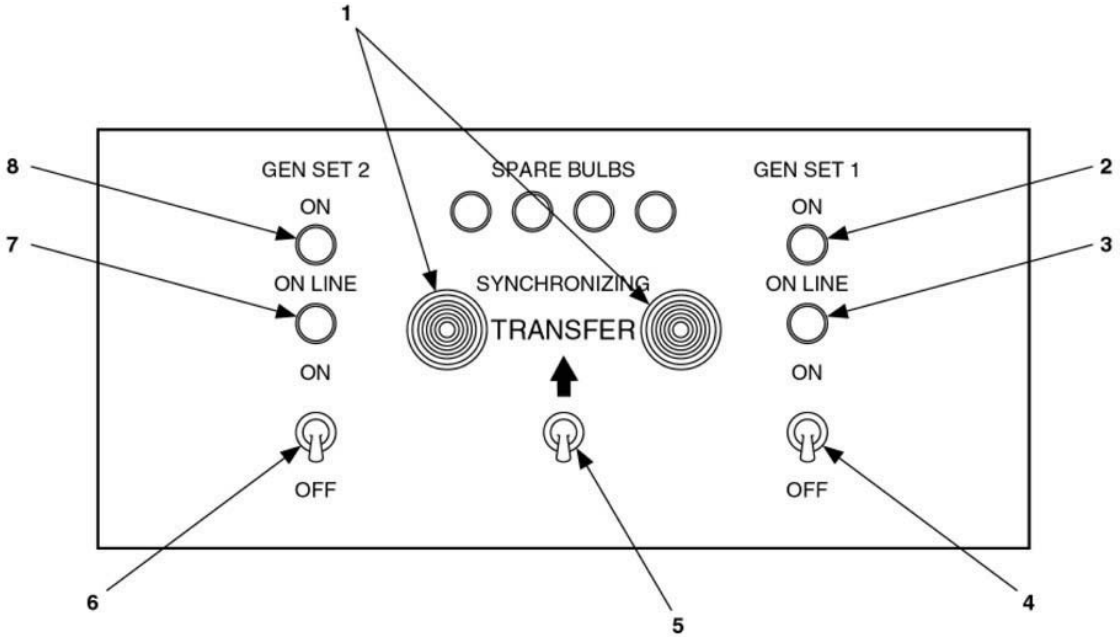

Figure 7. Power Plant Operation (Old Configuration).
2. Check that both ON/OFF switches (Figure 7, Items 4 and 6) on switch box are at center position.
3. Check that TRANSFER switch (5) on switch box is at bottom position.
c. Check that switch box TRANSFER switch (5) is at bottom position.
(1) Start the generator set.
(2) Use generator set VOLTAGE adjustable rheostat to adjust voltage to required value.
(3) Using generator set frequency adjust control, adjust frequency to required value.
(4) Set AC CIRCUIT INTERRUPTER switch to CLOSED position.
e. Check switch box controls and indicators (Figure 7) to ensure that:
(1) GEN SET ON light (8 or 2) and ON LINE light (7 or 3) is lit for generator set that has been supplying electric power to the load.
(2) GEN SET ON light (8 or 2) for generator set just started is lit.
f. Move switch box TRANSFER switch (5) in the direction of the arrow. All SYNCHRONIZING lights (1 and 9) should be going from bright to dark at the same time. If SYNCHRONIZING lights do not begin to function, report problem to next higher level of maintenance.
1. Set the switch box ON/OFF switch (Figure 7, Item 6 or 4) for the generator set to be stopped to OFF position.